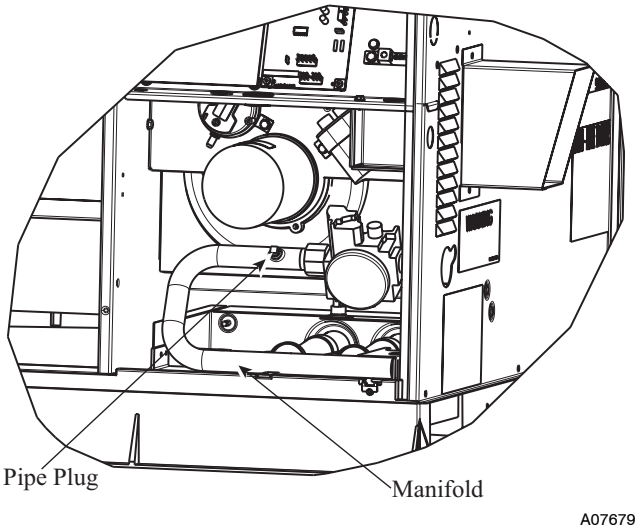

Fig. 12 - Burner Assembly
2. Remove pipe plug on manifold (See Fig. 12) and connect manometer. Turn on gas supply to unit.